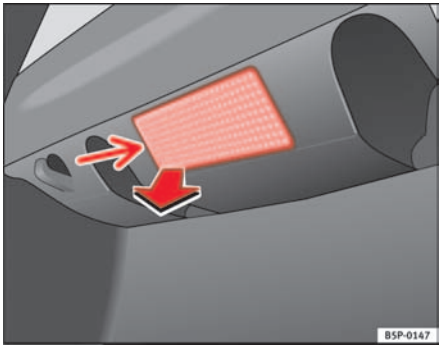

Fig. 194 Luggage compartment light
- Extract the tulip shaped fitting by pressing on the inside edge of this -arrow- using the flat side of a screwdriver ⇒ fig. 194. ▶